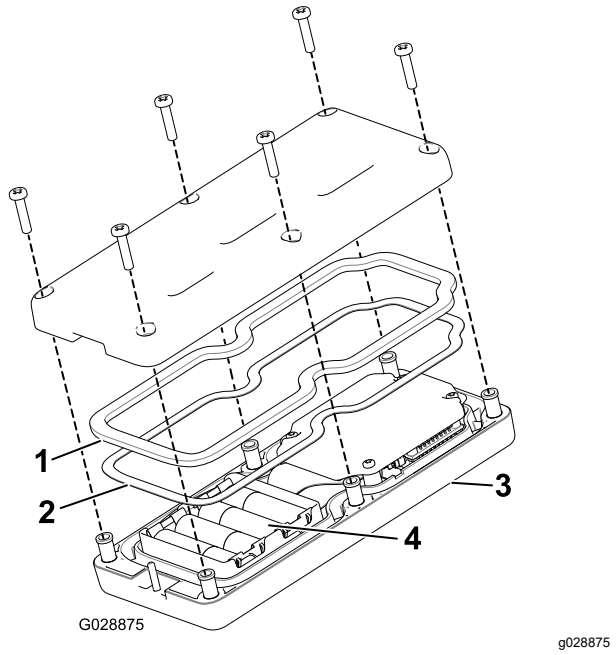

Rysunek 42
3. Odkręć 6 śrub z tyłu pilota, a następnie zdejmij pokrywę (Rysunek 42).
5. Zamontuj baterie w gnieździe ze stykami, dbając o odpowiednie umieszczenie biegunów. Na uchwycie wytłoczona jest biegunowość każdego zacisku (Rysunek 42).
6. W razie przypadkowego wyjęcia uszczelki gumowej i uszczelki stalowej ostrożnie włóż je z powrotem do rowka w obudowie pilota (Rysunek 42).
7. Załóż z powrotem pokrywę i przykręć ją za pomocą 6 odkręconych wcześniej śrub (Rysunek 42). Dokręć śruby z momentem od 1,5 do 1,7 N·m.